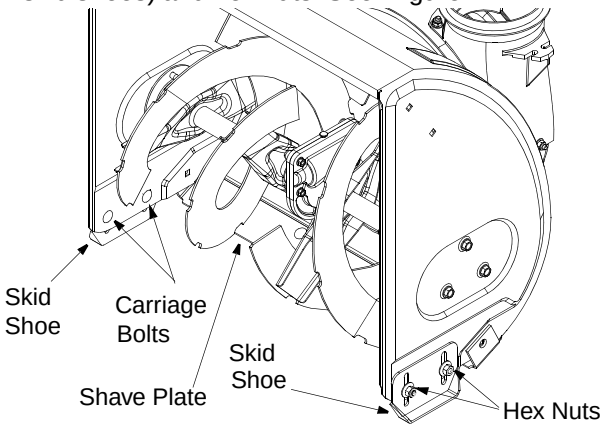

Figure 11
2. Reassemble new skid shoes with the four carriage bolts, cupped washers (cupped side goes against skid shoes) and hex nuts. See Figure 11.
3. To remove shave plate, remove the carriage bolts, cupped washers and hex nuts which attach it to the snow thrower housing. See Figure 11. Reassemble new shave plate, making sure heads of carriage bolts are to the inside of housing. Tighten securely.